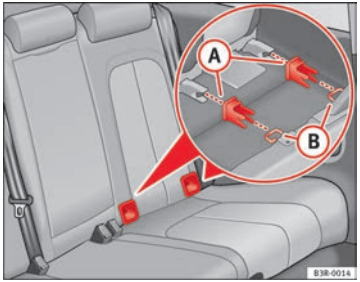

Abb. 32 Lage der ISOFIX-Verankerungen am äußeren Rücksitz
– Befestigen Sie die Plastikführungen an den ISOFIX-Verankerungen des Fahrzeugs, die sich zwischen der Lehne und der Sitzfläche des Rücksitzes befinden ⇒ Abb. 32.